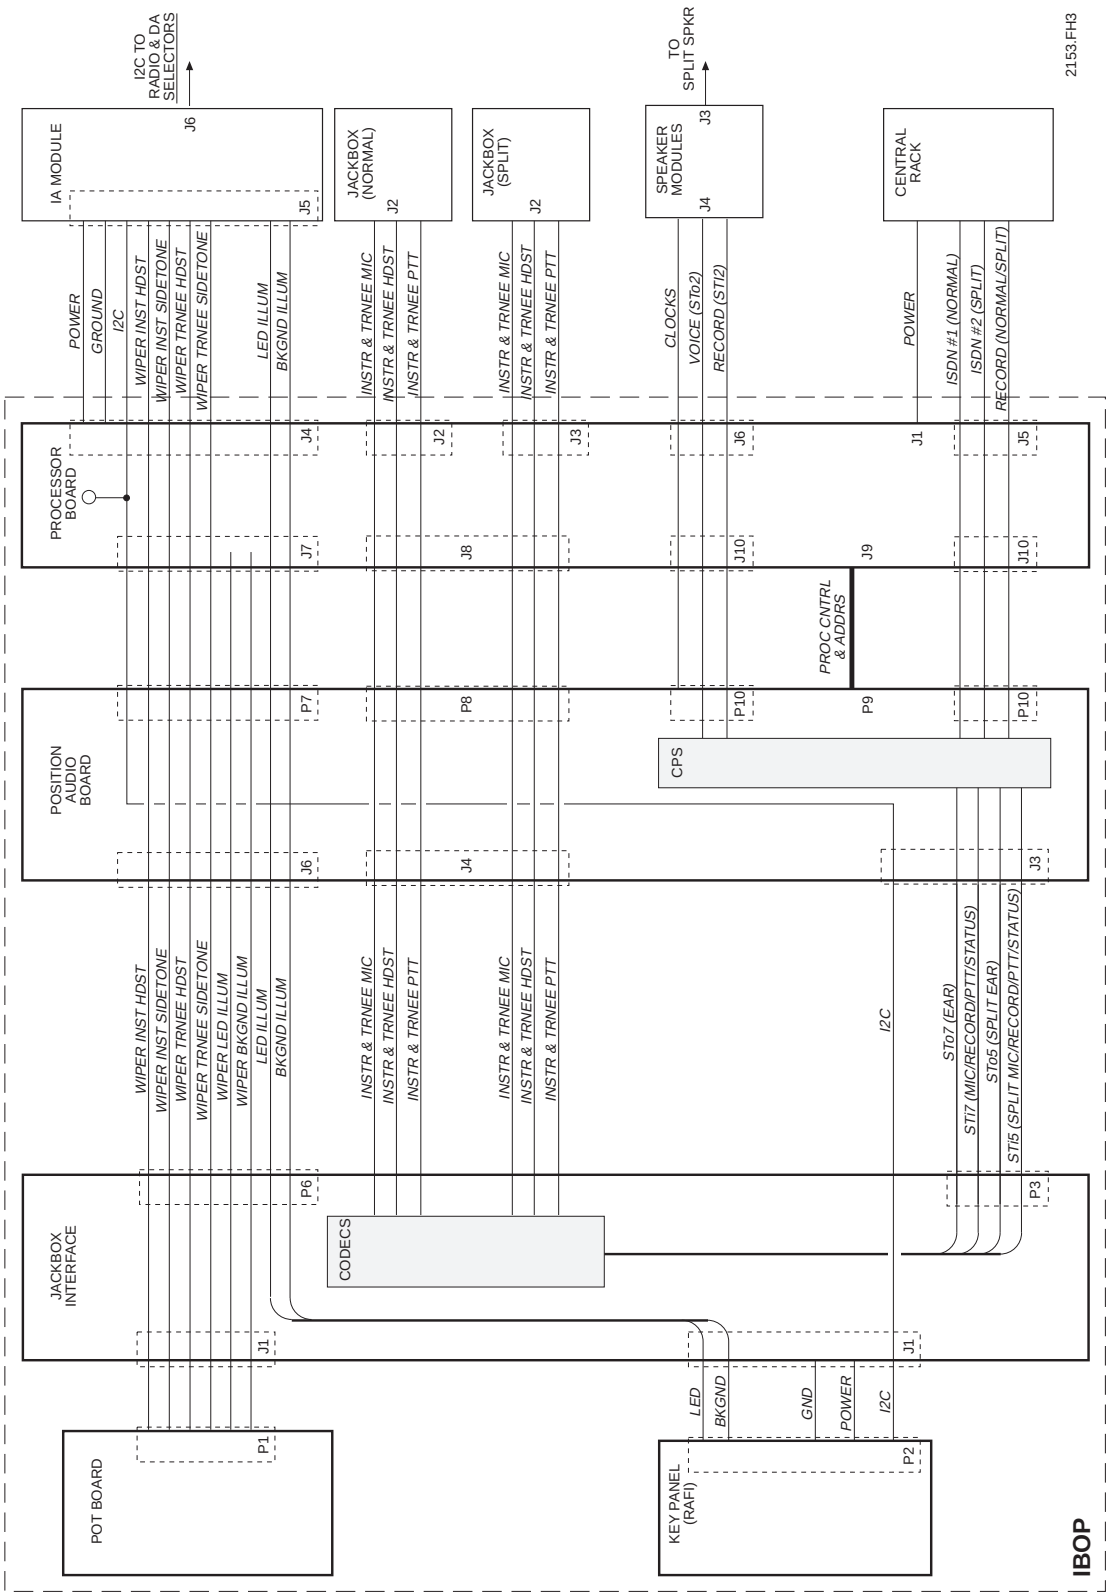

*Figure 5-71. IBOP Position Signal Paths*
**Figure 5-71** shows the basic signal paths of a split hardkey position. The illustration omits power and ground lines and shows bipolar signals as a single line for clarity. Similarly, the instructor and trainee signal lines are reduced to one line for each jackbox device. Cross-point-switch ST streams are indicated where appropriate. The only on-board devices shown are the CPS and the codecs, again for clarity. Refer to **Figure 5-75** for a functional block diagram of the BOP showing the major components on each board.